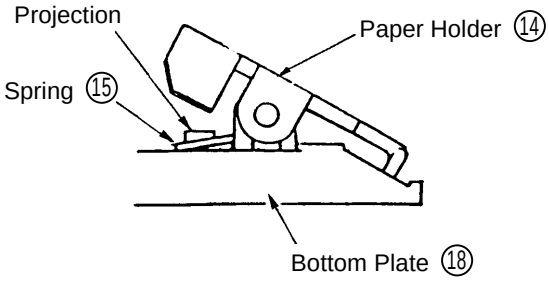
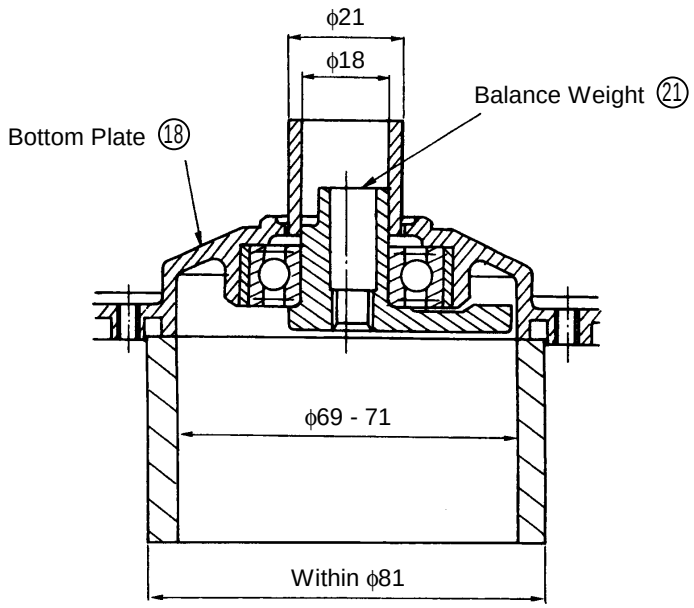

Fig. 6
Fig. 7
B. With a minus screwsdriver or similar tool, disconnect the ends of the two Springs ⑮ from the projections provided on the Bottom Plate ⑱ (see Fig. 6)
C. Finally, extract the two Holder Bars ⑰ (from the sides on which their D3 E-Type Retaining Rings ⑯ are mounted), and remove the two Paper Holders ⑭.
(5) Remove the Balance Weight ㉑:
A. Following the procedures described in Items A to F in Paragraph (1) (Disassembly of the Armature) above, remove the Bottom Plate ⑱.
B. As illustrated in Fig. 7, support the Bottom Plate ⑱ with a tubular jig (inner dia. ϕ69 - ϕ71mm, outer dia. ϕ81mm or less), and place a sleeve (inner dia. ϕ18mm, outer dia. ϕ21mm) on the Felt ⑲ mounted above the 6203DDCM Ball Bearing ⑳. Then press down on the sleeve with a hand press to remove the Balance Weight ㉑ together with the 6203DDCM Ball Bearing ⑳ and the Felt ⑲.